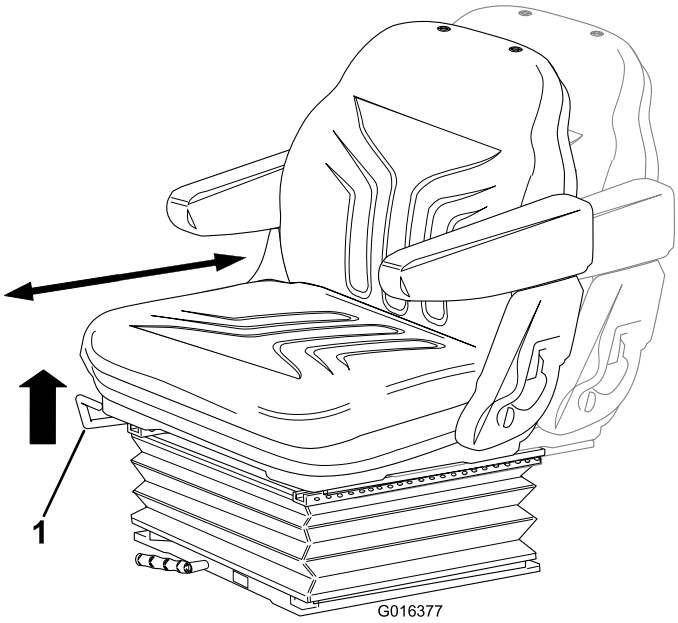

Figur 11
- **Justering framåt och bakåt:** Flytta spaken uppåt för att justera fram- och bakplaceringen av sätet. Frigör spaken för att låsa sätet på plats (Figur 11).